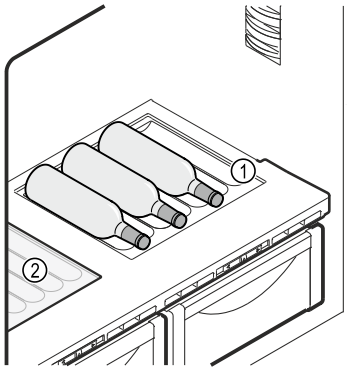

Fig. 104 Esimerkkikuva
▶ Aseta lasilevy *Fig. 104 (2)* muunneltavan pulloalusta alle.